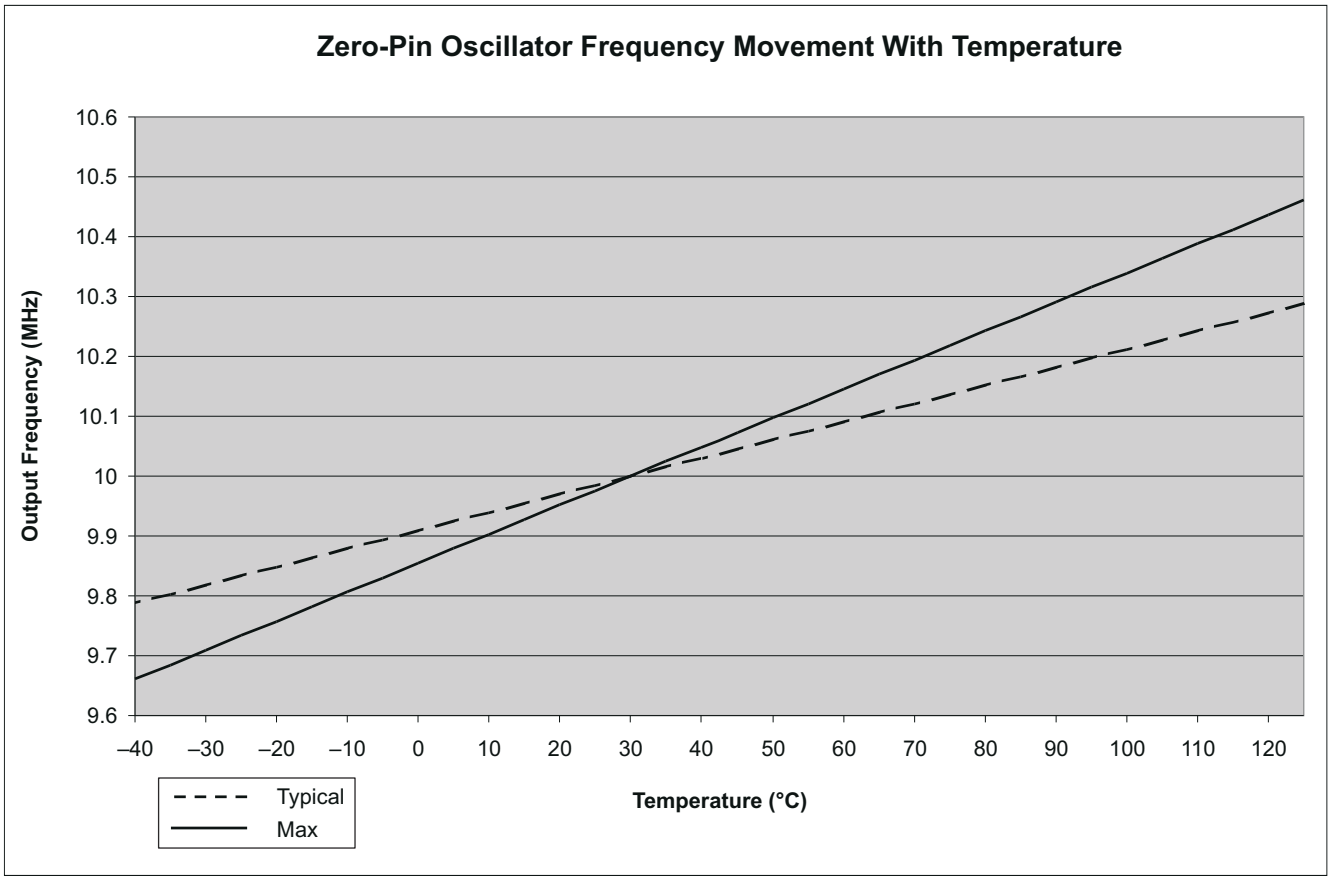

Figure 6-9. Zero-Pin Oscillator Frequency Movement With Temperature
(1) Oscillator frequency will vary over temperature, see Figure 6-9. To compensate for oscillator temperature drift, see the *Oscillator Compensation Guide* and C2000Ware.
(2) Frequency range ensured only when VREG is enabled, $\overline{\text{VREGENZ}}$ = V_{SS}.
(3) Output frequency of the internal oscillators follows the direction of both the temperature gradient and voltage (V_{DD}) gradient. For example: